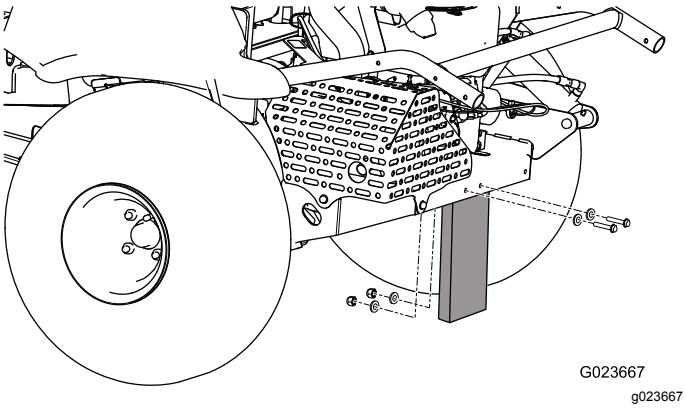

Figur 3
2. Fjern de møtrikker, bolte og spændeskiver, der fastgør forsendelsesbrættet til maskinens bagende (Figur 3).